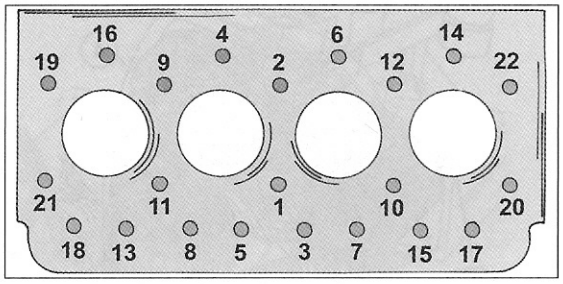
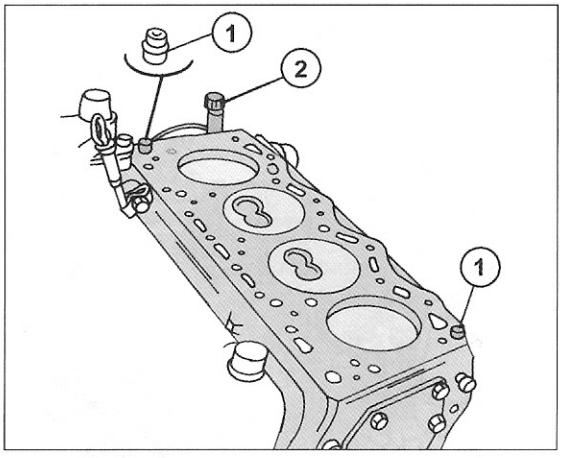

Bild 40
Bild 41
- Als Nächstes erfolgt der Ausbau des Zylinderkopfes. Die Schrauben in umgekehrter Reihenfolge von Bild 40 lockern und alle Schrauben herausziehen. Der Zylinderkopf wird durch zwei Passhülsen auf dem Zylinderblock geführt und kann deshalb nicht seitlich verdreht werden, um die Zylinderkopfdichtung zu lösen. Der Kopf muss gerade nach oben abgehoben werden (vielleicht mit einem Gummihammer nachhelfen). Dabei darauf achten, dass die Kühlmittelleitung für den Zylinderkopf nicht beschädigt wird. Bild 41 zeigt den Zylinderblock nach Abheben des Kopfes, woraus man auch die Lage der Passhülsen ersehen kann. Da die Zylinderlaufbüchsen in den Block eingepresst sind, besteht keine Gefahr, dass man sie mit dem Kopf herauszieht.
- Als Nächstes den Zylinderkopf ausbauen. Dazu die Zylinderkopfschrauben entgegengesetzt der Zahlenreihenfolge von Bild 40 lösen und alle Schrauben herausziehen. Der Kopf wird durch zwei Passhülsen auf dem Block geführt, kann also nicht seitlich verschoben werden, um die Verbindung zum Block zu trennen. Der Kopf muss nach oben abgehoben werden. Die in Bild 41 gezeigte Ansicht des Zylinderblocks gilt auch für diese Motoren.